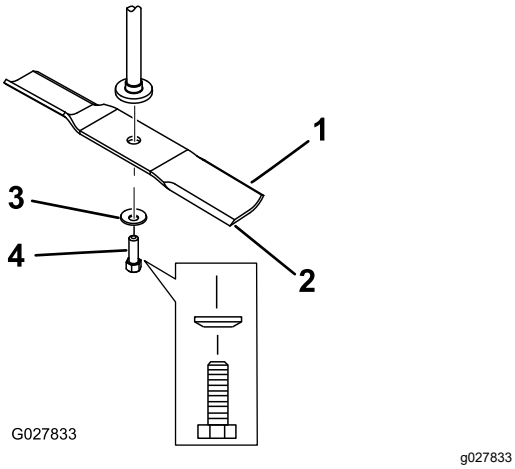

Figure 61
2. Enlevez de l'axe, le boulon, la rondelle bombée et la lame (Figure 61).
1. Placez la lame sur l'axe (Figure 61).
2. Posez la rondelle bombée (face concave vers la lame) et le boulon de lame (Figure 61).